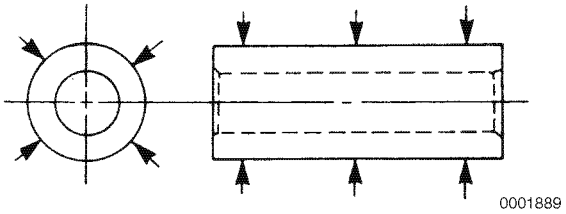

Figure 6-116
7. Measure the outside diameter of the wrist pin in three places and at 90° **(Figure 6-116)**. *See Piston on page 6-16 for specifications.* Record the measurements.